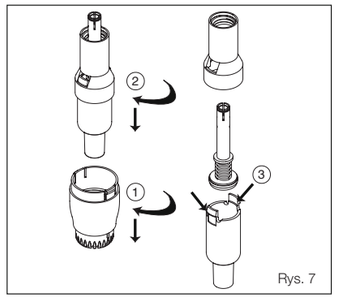

Rys. 7
1. Odkręcić tłok (21), a następnie zdjąć suwak (22, 23) i sprężynę (15).
2. W razie potrzeby należy wymienić uszkodzone części. Równomiernie nasmarować o-ring (17) i cylinder (18).
4.4 Rozmontowanie modułu objętości i wymiana o-ringu, modele 5 ml i 10 ml (rys. 7)